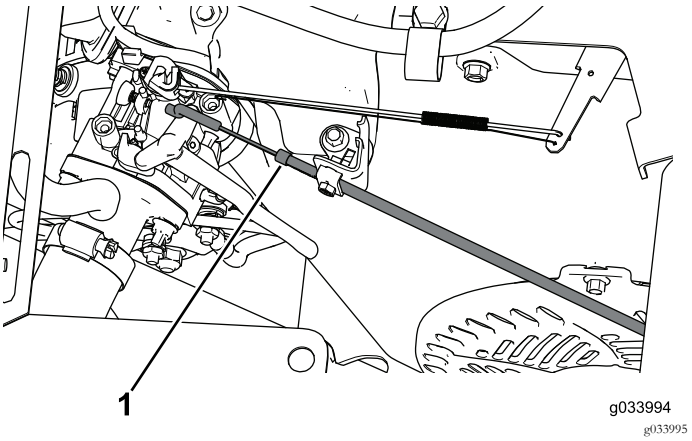

Figur 11
5. Frakobl chokerkablet fra motoren (Figur 11).